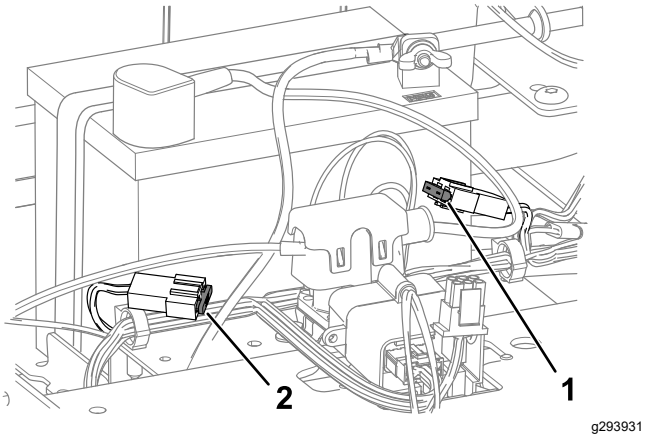

Figuur 51
4. Om een zekering te vervangen, trekt u de zekering eruit (Figuur 51).